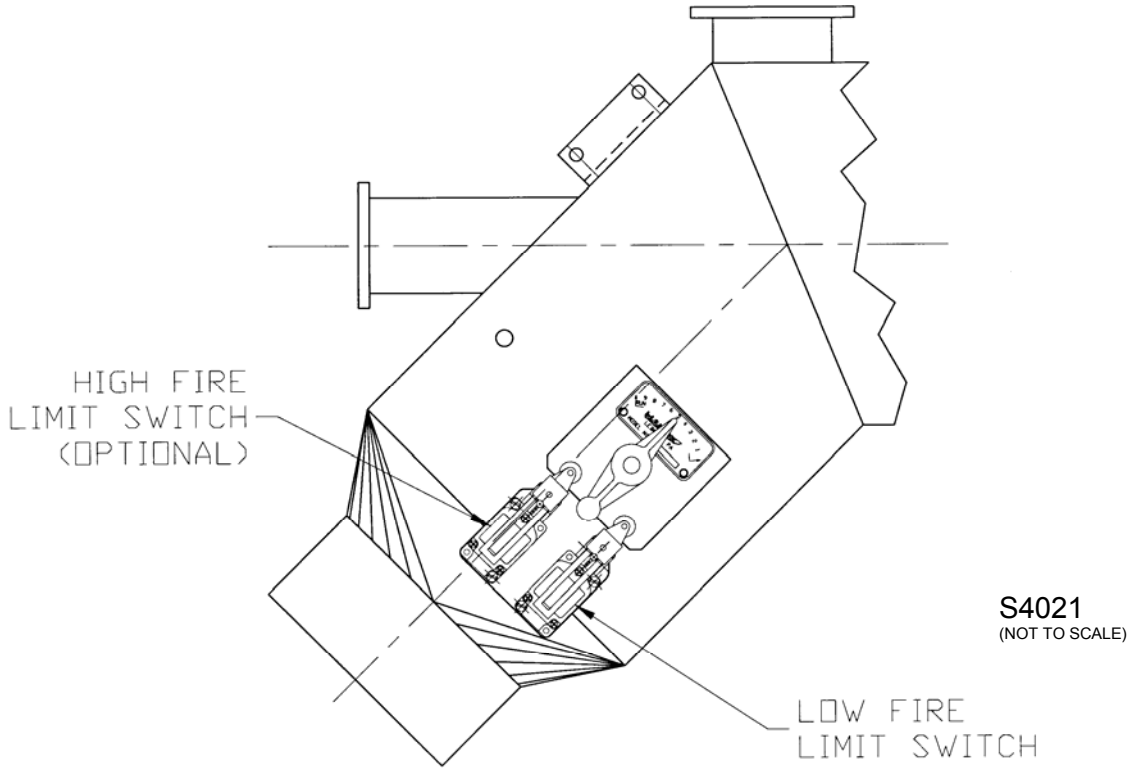

Figure 27. Low Fire Limit Switch
5. Prior to light off, ensure that the secondary air low fire limit switch (see Figure 27) is set so the switch contacts are closed (engaged) by the bottom of the pointer. When the burner is positioned above low fire, the switch contacts should open. Consult control panel instructions for wire and/or terminal numbers.